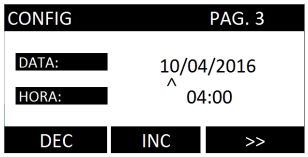

Figura 5
4) Utilize a tecla **>>** para navegar entre os dígitos e as teclas **INC** e **DEC** para incrementar ou diminuir os valores. Após programar o último digito, o parâmetro será alterado (figura 5);